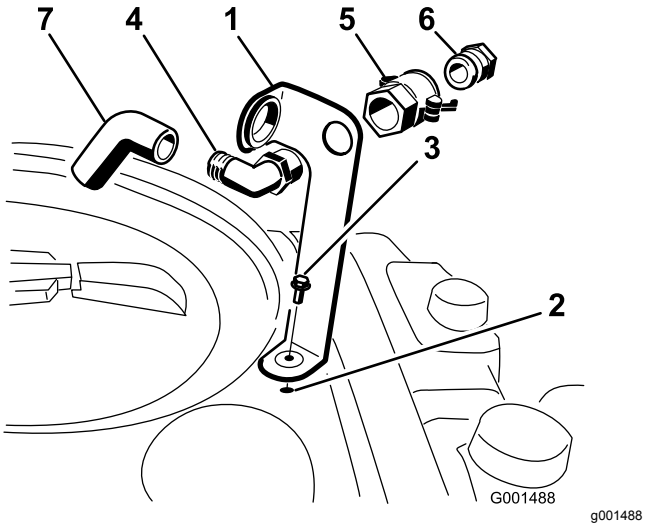

Figur 3
1. Plasser påfyllingsbeholderknekten over det gjengede hullet i tanken og fest den med flenshodebolten (5/16 x 3/4 tomme), som vist i Figur 3.
2. Plasser den gjengede enden av 90-graders vinkelrøret gjennom knekten og gjeng hurtigkobleren på den, så du fester den til knekten (Figur 3).
3. Monter slangeadapteren på hurtigkobleren (Figur 3).
4. Lås adapteren på plass ved å svinge spakene mot adapteren og deretter feste dem med hårnålssplintene (Figur 3).
5. Monter antihevertslangen gjennom den store åpningen på braketten og inn på 90-graders vinkelrøret med mothaker (Figur 3).